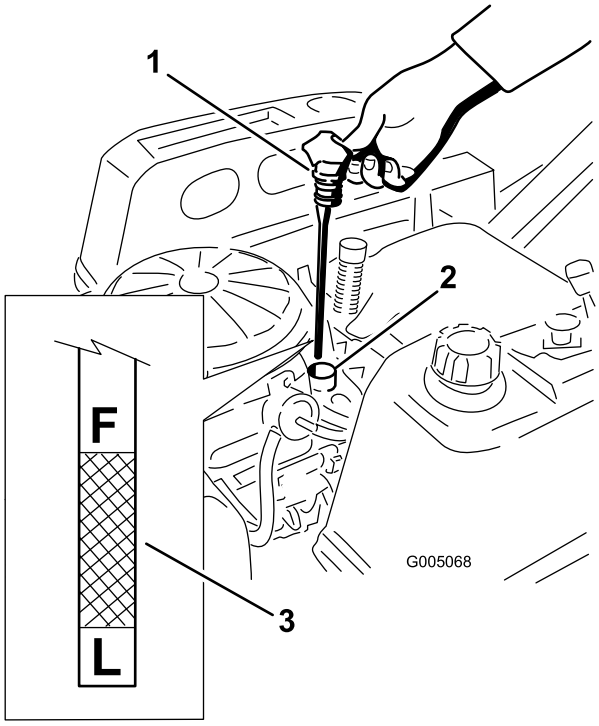
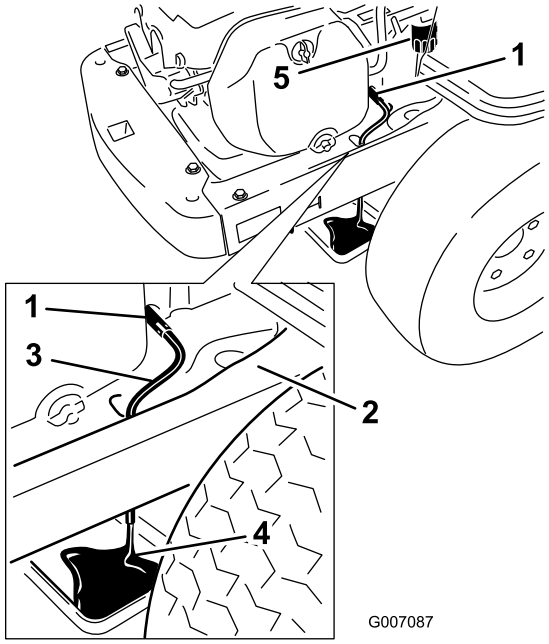

Figur 32
Figur 34
4. Træk i og fjern oliepåfyldningsdækslet/målepinden, og tør olien af. Sæt målepinden tilbage igen, og tryk den på plads (Figur 32).
5. Fjern målepinden, og kontroller oliestanden (Figur 32).
6. Anbring en skål direkte under maskinens aftapningsslange som vist i Figur 34.
7. Drej aftapningsventilen 1/4 omgang mod uret for at åbne den og aftappe olien (Figur 34). Fjern oliepåfyldningsdækslet/målepinden (Figur 32).
9. Fjern det gamle filter, og tør monteringspladen af (Figur 34).
10. Når olien er helt aftappet, lukkes aftapningsventilen igen. Fjern olieaftapningsslangen, og tør overskydende olie af stellet (Figur 34).
14. Hæld langsomt ca. 80 % af den angivne olie i påfyldningsrøret (Figur 32).
15. Tryk oliepåfyldningsdækslet/målepinden på plads (Figur 32).
16. Kontroller oliestanden (Figur 32). Se afsnittet Kontrol af oliestanden.
18. Tryk oliepåfyldningsdækslet/målepinden på plads (Figur 32).